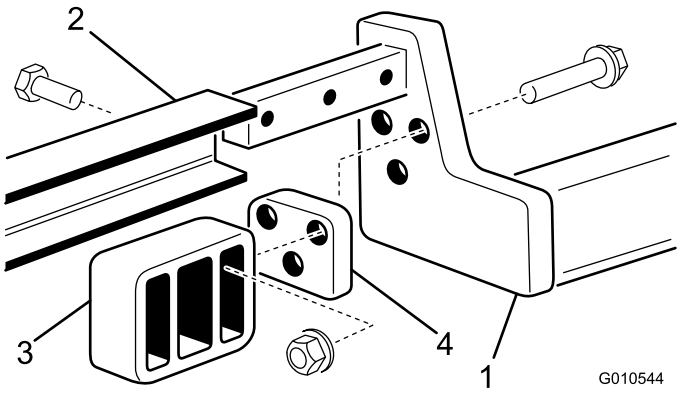

Figur 6
3. Montera en bakre hållare på varje lyftarm med tre bultar (3/8 x 2 tum), distansbrickor och flänsmuttrar i enlighet med Figur 6.
4. Skjut på bärramen på lyftarmarna och passa in monteringshålen. Fäst alla bärramens sidor på lyftarmarna med tre bultar (1/2 x 1-1/2 tum). Dra åt bultarna till ett moment på 95–108 Nm (Figur 6).